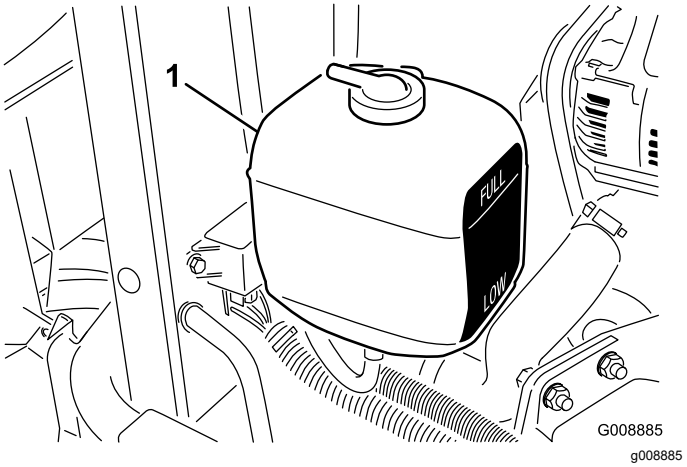

**Figur 57**
2. Kontrollera kylvätskenivån i expansionstanken (Figur 57). När motorn är kall bör kylmedelnivån ligga halvvägs mellan markeringarna på sidan av tanken.